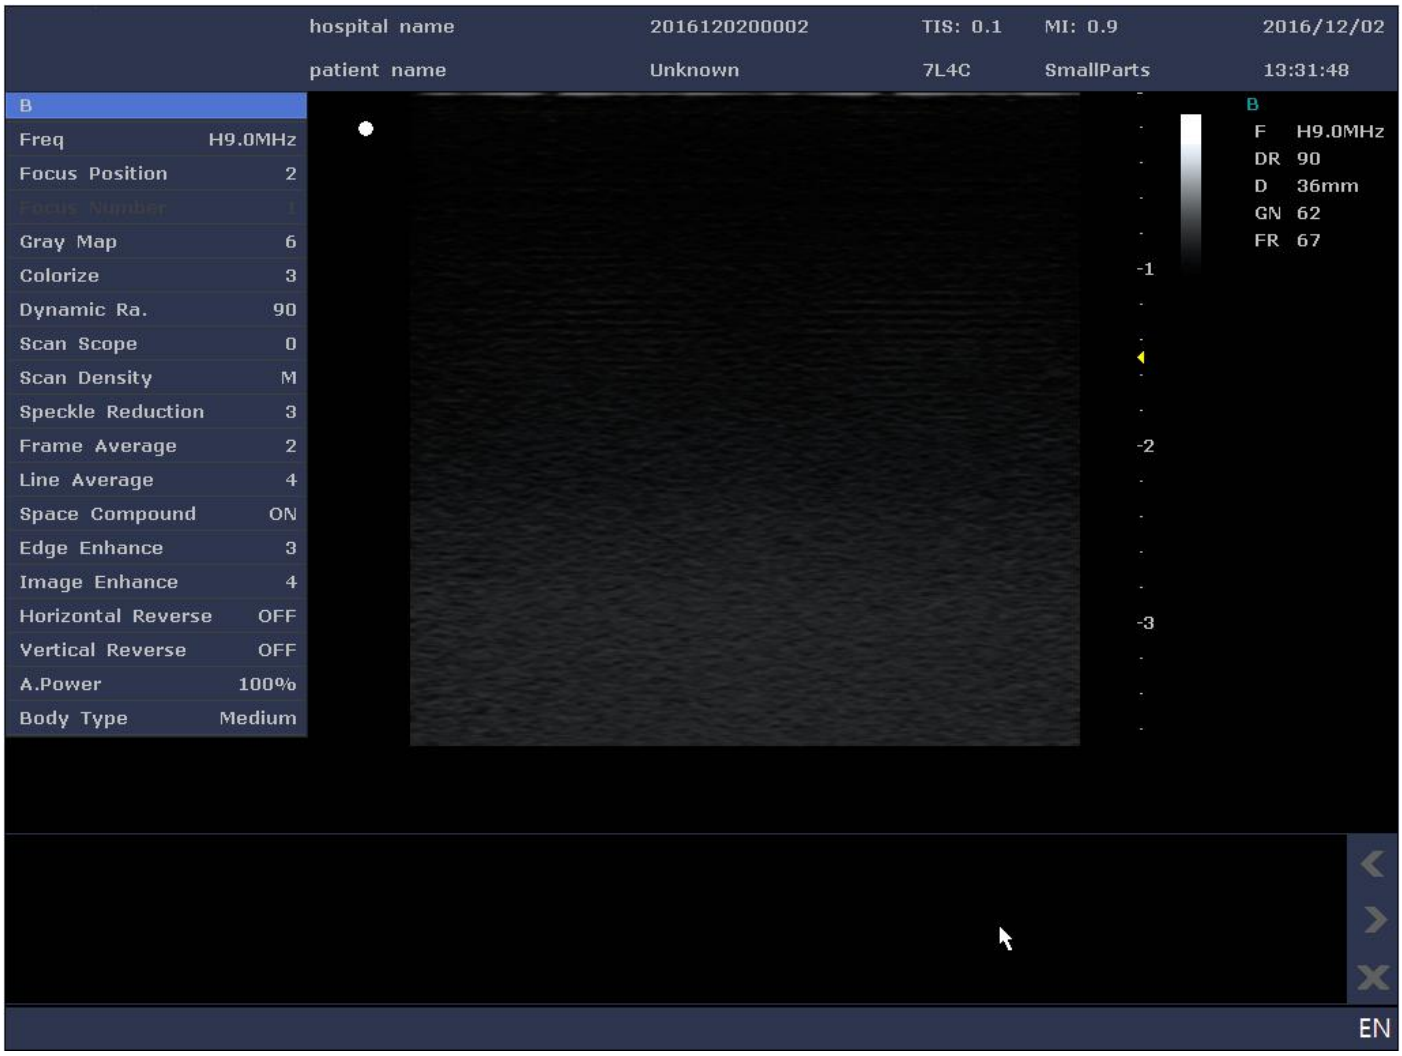

Figure 6-1 B Mode Image
1. Select the appropriate probe and exam type, and the system automatically enters the B mode, as shown in Figure 6-1.Or, press the **B** key on the control panel to enter the B mode from other modes.